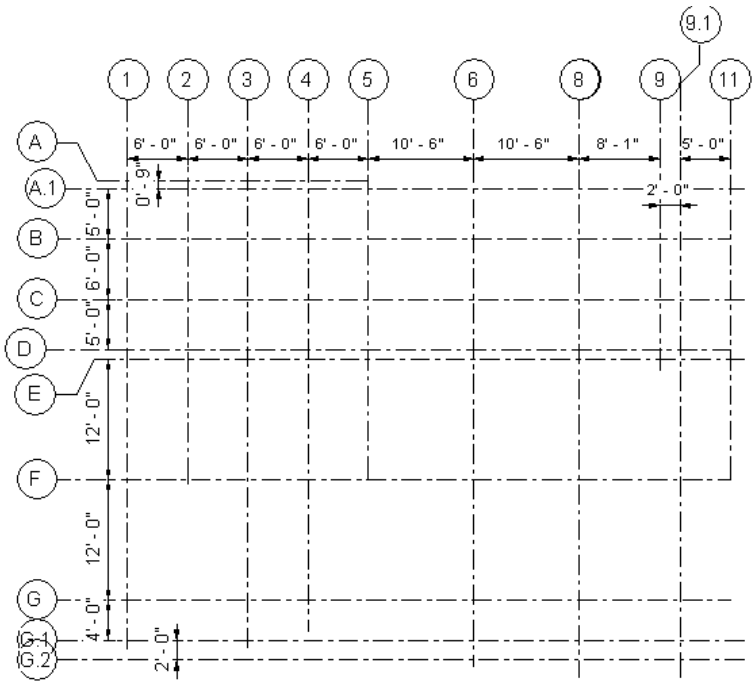

Figure 3-66 *The grid lines with new names for the Academic Institution structure*
In this exercise, you will create project information for the project created in the Exercise 1 of Chapter 2. Further, you will also add levels and grids to the project file. Refer to Figure 3-66 for grid dimensions and names. Use the following project specifications:
7. Grids to be added in the **Entry** project view using the dimensions and names as shown in Figure 3-66.